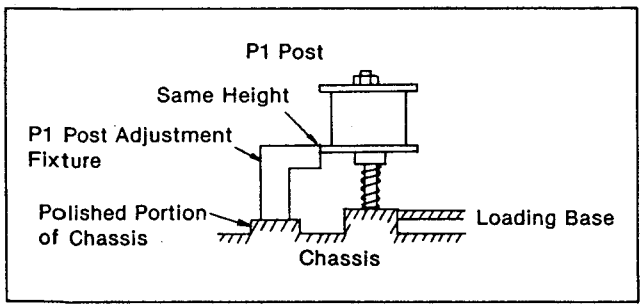

Figure M5
2. Set the P1 Post Height Adjustment Fixture as shown in Figure M5 and M6.
3. Confirm the lower flauge of the P1 Post is as same height as upper edge of the P1 Post Height Adjustment Fixture. (Figure M5 and M6)